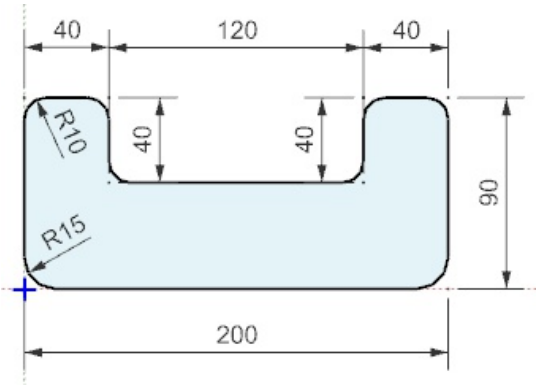

Figure 2-71 *Sketch after creating fillets*
7. Right-click and then choose the **OK** option from the shortcut menu to exit the **Fillet** tool. The fillets are created, refer to Figure 2-71.